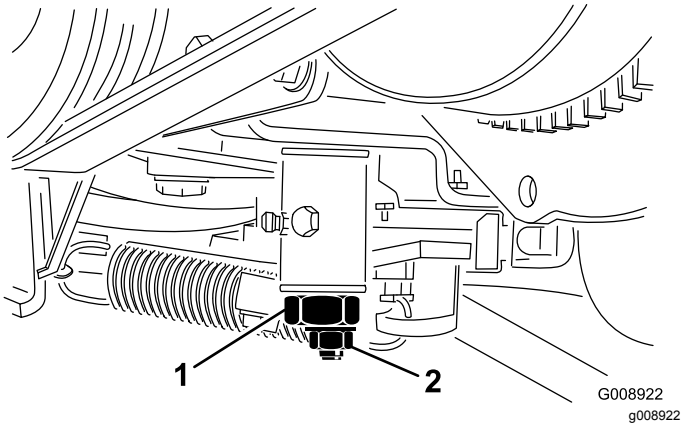

Figur 67
3. Løsne låsemutteren på trekkjusteringskammen (Figur 67).